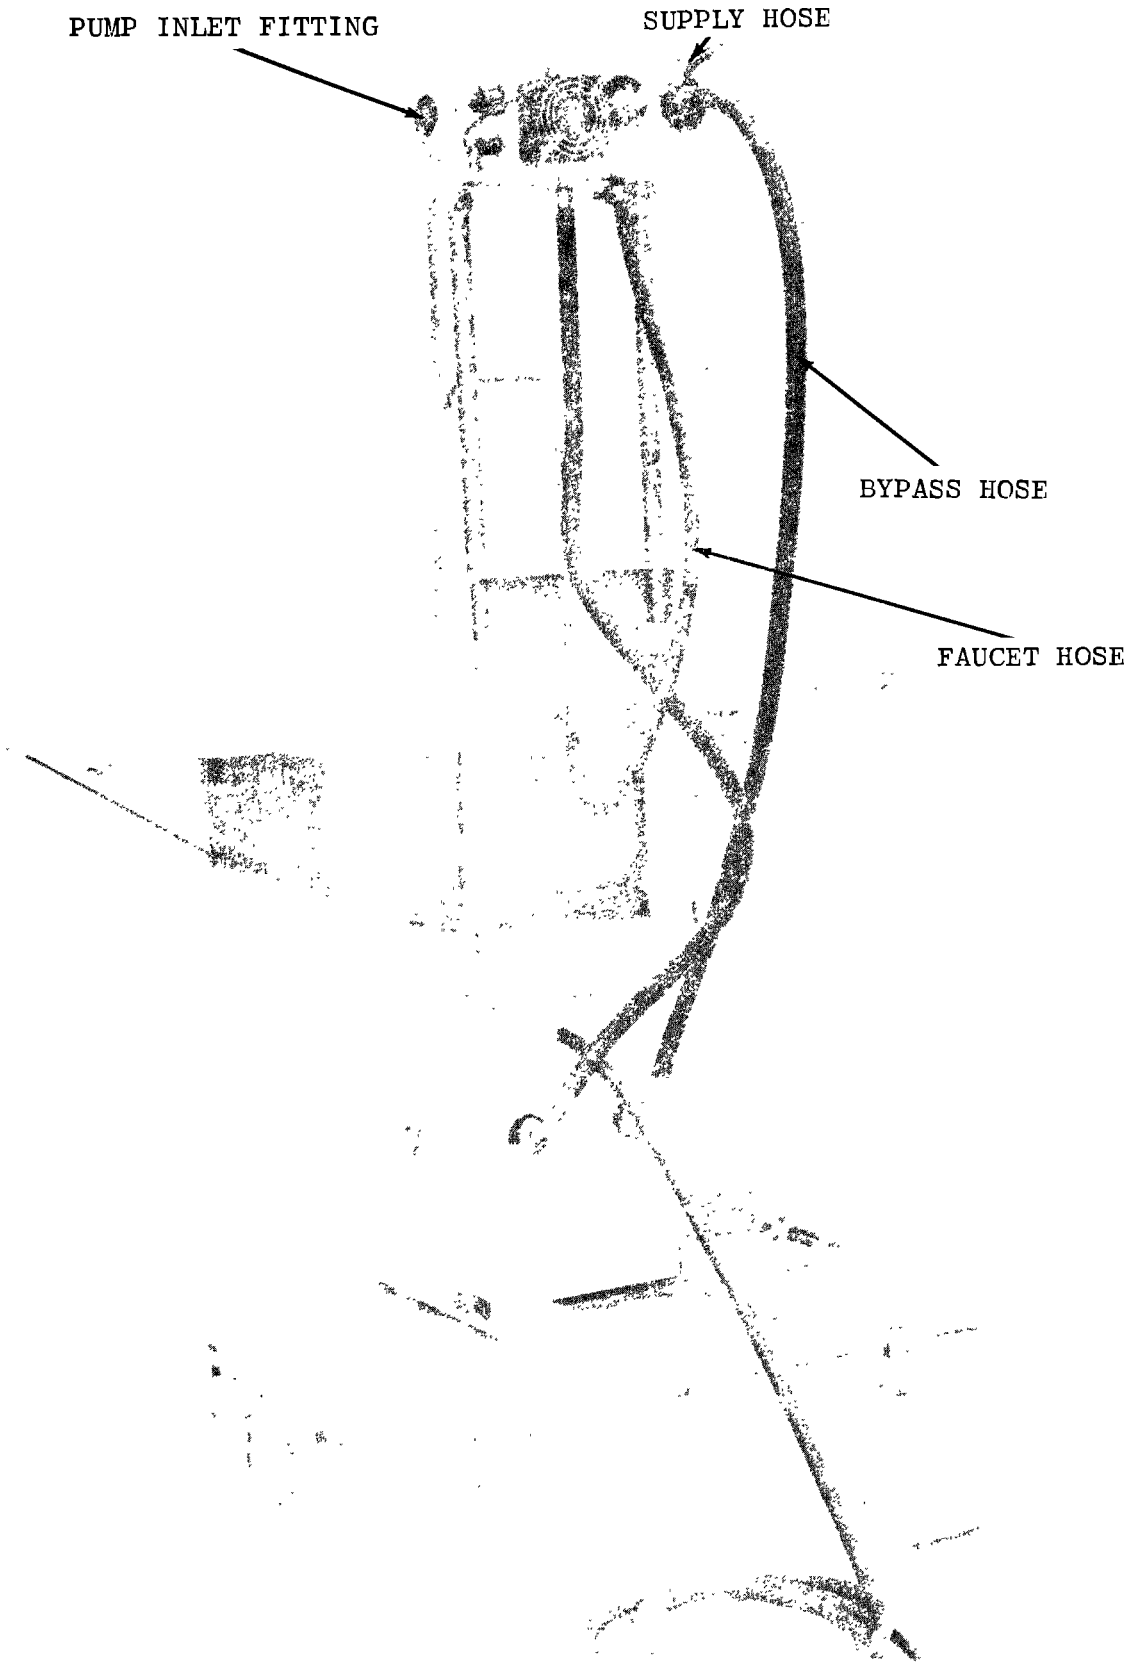
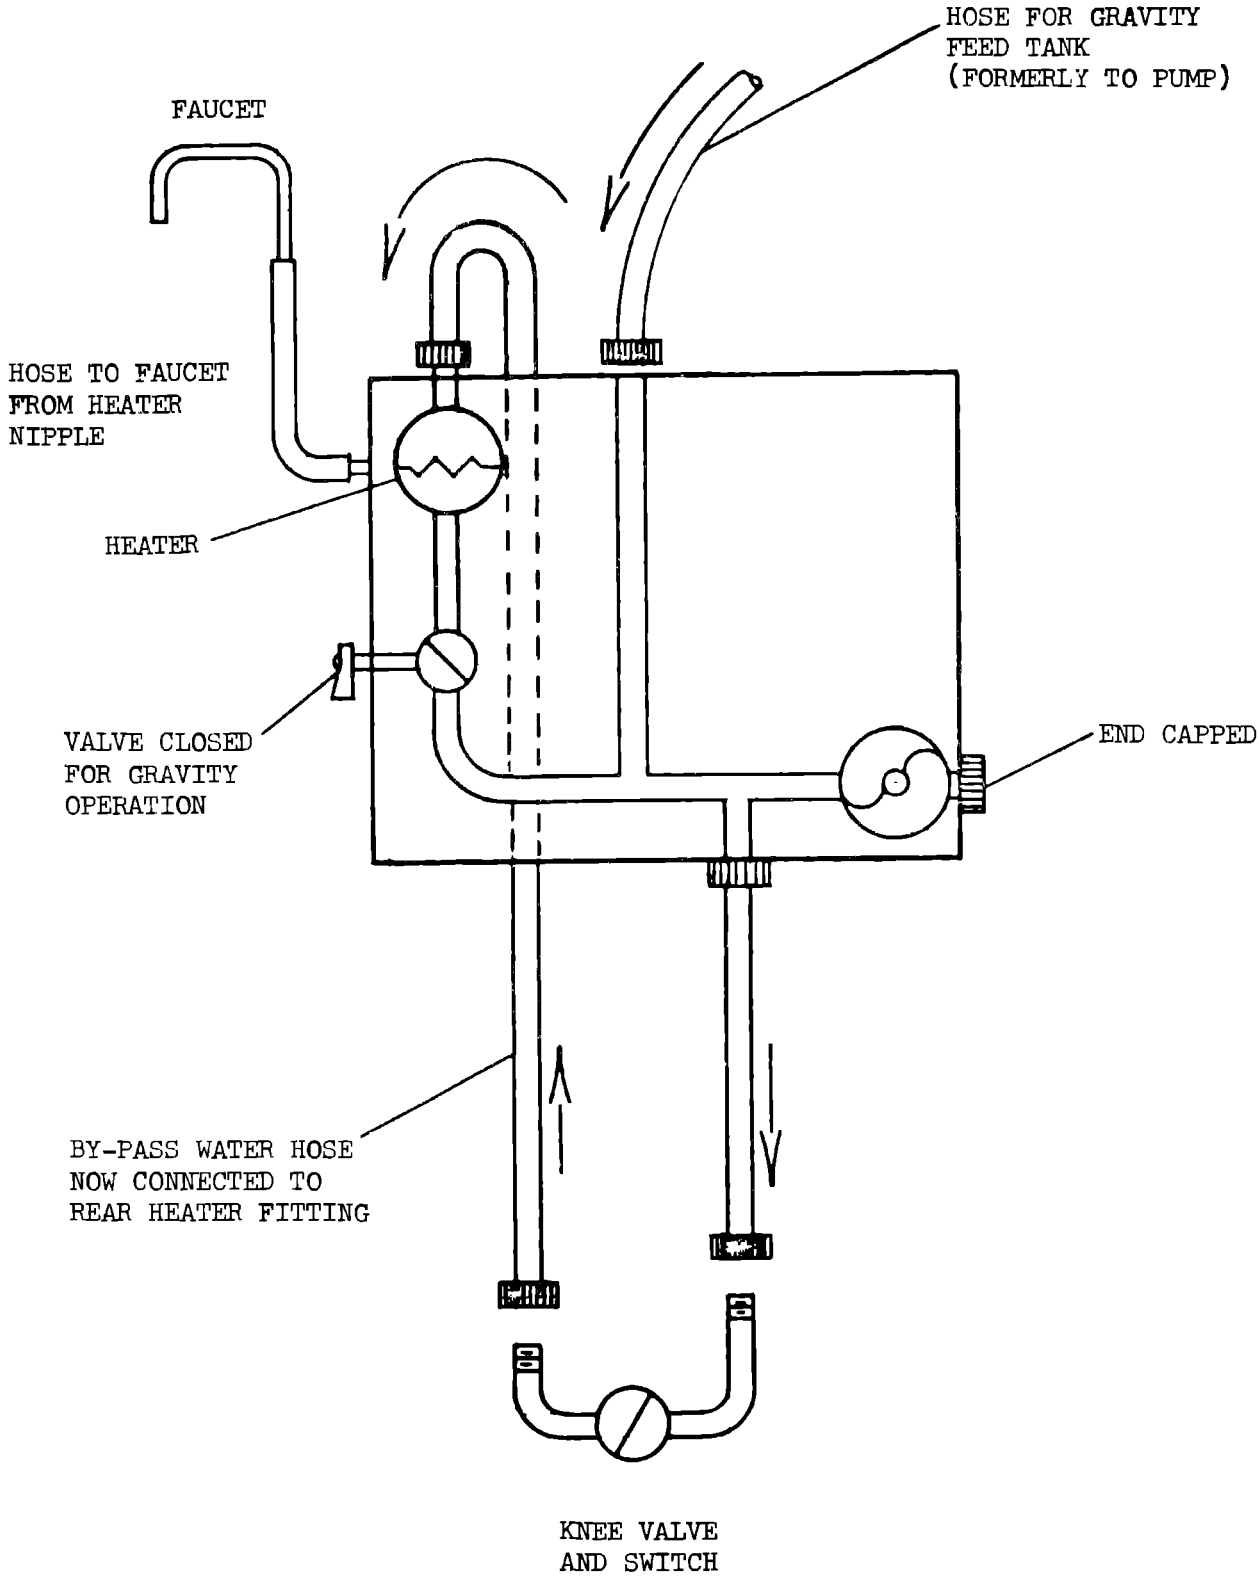

Figure 3-2. Gravity Operation
Figure 3-3. Gravity Feed Flow
3-3. GRAVITY OPERATION, NO POWER. It is possible to use the sink assembly without electrical power available. The following procedure is necessary to convert the unit to gravity operation. Refer to Figure 3-2 for relocation of hoses and a typical water supply arrangement. Refer to Figure 3-3 on flow.
a. Disconnect the supply hose (Figure 3-2) from the fitting labeled "PUMP INLET" and connect at inlet labeled "GRAVITY INLET".
c. The lower end of this hose is moved to the water supply (Figure 3-2 example). This supply must be elevated at least three feet above the faucet.
e. Move the upper by-pass hose from its normal position to that as shown in Figure 3-2, connected between fitting labeled "FOR GRAVITY CONNECT HEATER TO CONTROL VALVE" and the knee operated lever valve.